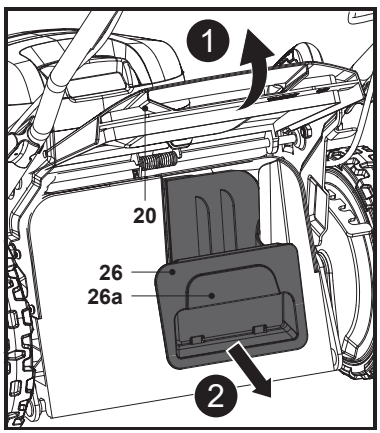

Fig. 13
2. Hold the recess handle (26a) and pull the mulching insert (26) out of the rear discharge chute (23), then remove the mulching insert (26) (Fig. 13).